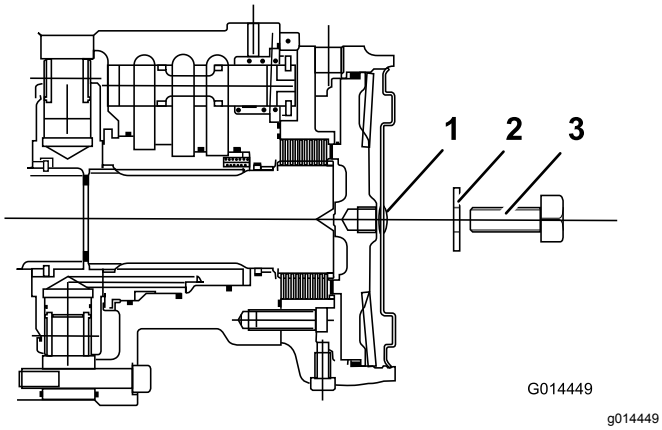

Figur 45
5. Stram sætskruen ind i bremsestemplets gevindskårne hul, indtil bremsen udløses (Figur 45).
6. Find skivebremsesamlingen på venstre forhjul, og gentag den foregående procedure (Figur 45).